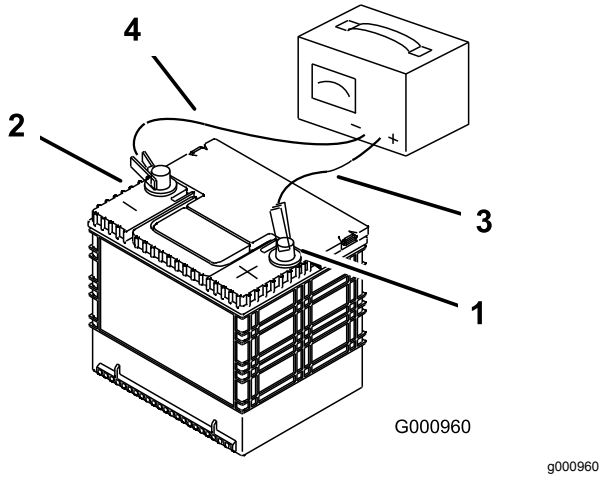

Figure 50
3. Quand la batterie est chargée au maximum, débranchez le chargeur de la prise, puis débranchez les fils du chargeur des bornes de la batterie (Figure 50).